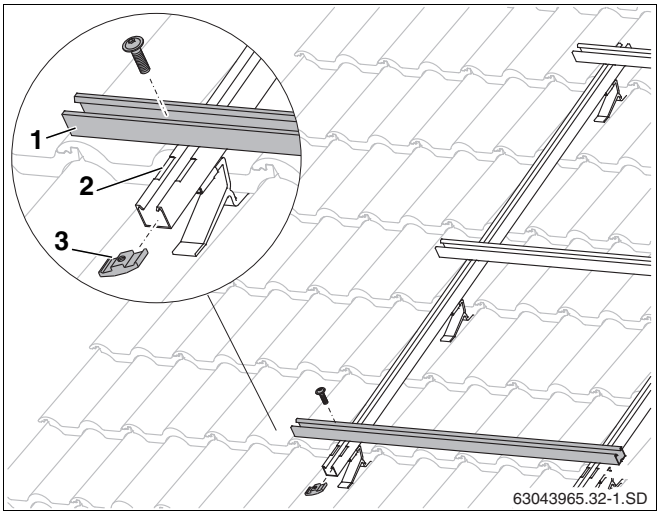

Рис. 30 Монтаж горизонтальных профильных реек
- Уложите профильные рейки (рис. 30, **поз. 1**) в углубления (рис. 30, **поз. 2**) на профиле с повышенной снеговой нагрузкой и для дальнейшего их выравнивания только слегка закрепить винтами и алюминиевыми гайками (рис. 30, **поз. 3**).